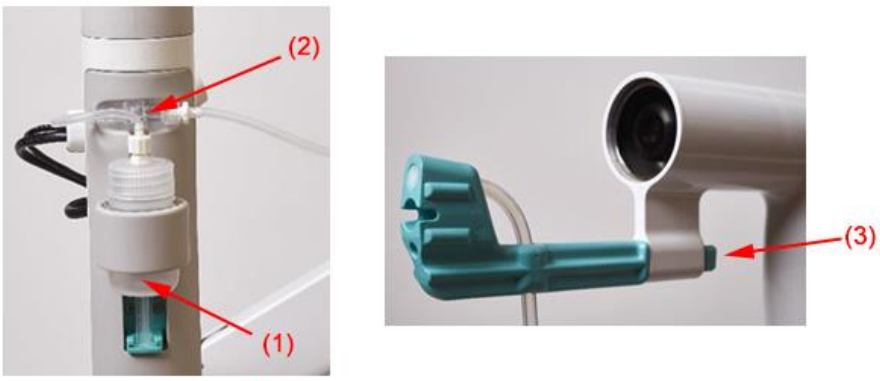

Fig. 64: Retirar el kit de ácido acético.
1. Empuje el recipiente hacia arriba desde el fondo para sacarlo del soporte (Fig. 64).